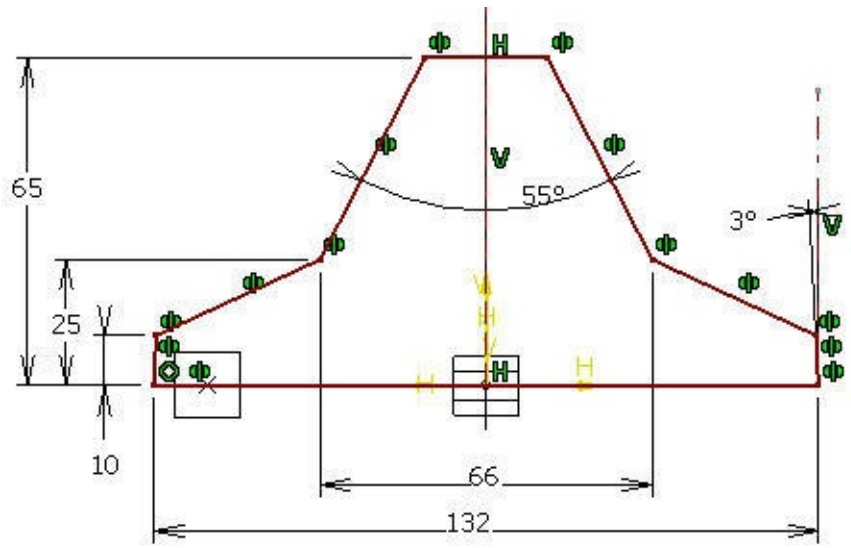

Figure 6-91 *Sketch of the base feature*
5. Invoke the **Sketcher** workbench after selecting the newly created plane as the sketching plane and draw the sketch of the base feature, as shown in Figure 6-91.